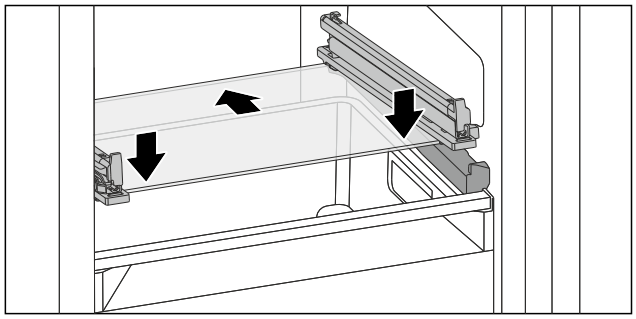

Fig. 132 Placa de sticlă a sertarului înclinabil
▶ Așezați placa de sticlă oblic în spatele opritoarelor. (vezi Fig. 132)